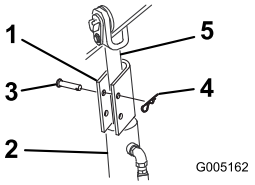

Figura 11
4. Coloque un bloqueo de cilindro sobre la barra de cada cilindro de elevación (Figura 11).
5. Fije el bloqueo de cilindro de cada brazo de carga con un pasador y una chaveta (Figura 11).